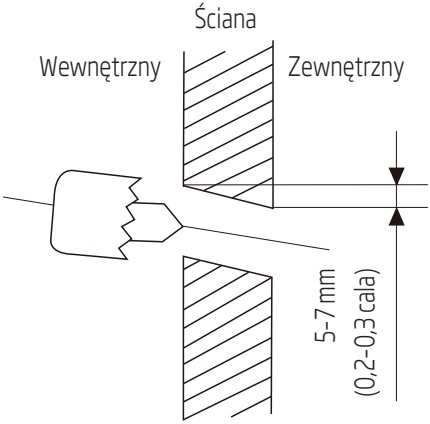

Rys. 5.2
2. Za pomocą wiertła rdzeniowego 65 mm wywiercić otwór w ścianie. Upewnić się, że otwór został wywiercony lekko pod kątem skierowanym ku dołowi tak, aby koniec zewnętrzny otworu znajdował się niżej niż koniec wewnętrzny, niżej o około od 5 mm do 7 mm. Zapewni to właściwy spust wody. (Patrz Rys. 5.2)